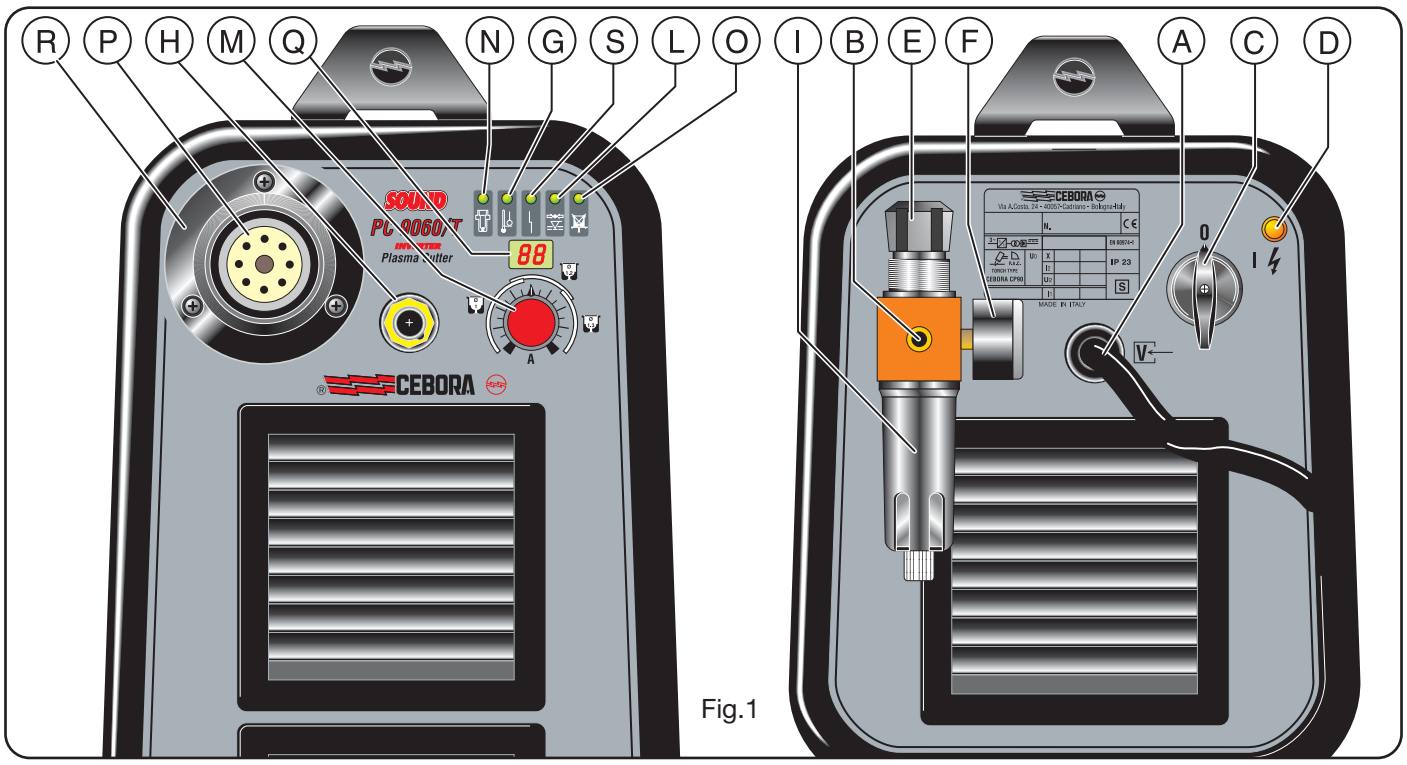

Fig.1
2.1 MONTERING AV BRÄNNARE (FIG. 1)
1) För att undvika överbelastning när pilotbågen tänds och vid skärning. Lysdiod **G** tänds och lyser med fast sken (se fig. 1).
2) För att blockera maskinens funktion vid lägre omgivningstemperatur än -20° C. Lysdiod **G** börjar blinka (se fig. 1).
Är placerat på brännarens strömkälla för att undvika ett otillräckligt lufttryck. Lysdiod **L** tänds (se fig. 1).
2) Skyddet blockerar maskinen när slitaget på elektroden är så pass stort att ett byte krävs. Lysdiod **N** tänds (fig. 1). Om denna säkerhetsanordning ingriper ska maskinen stängas av innan elektroden och munstycket byts ut (endast för art. 356).